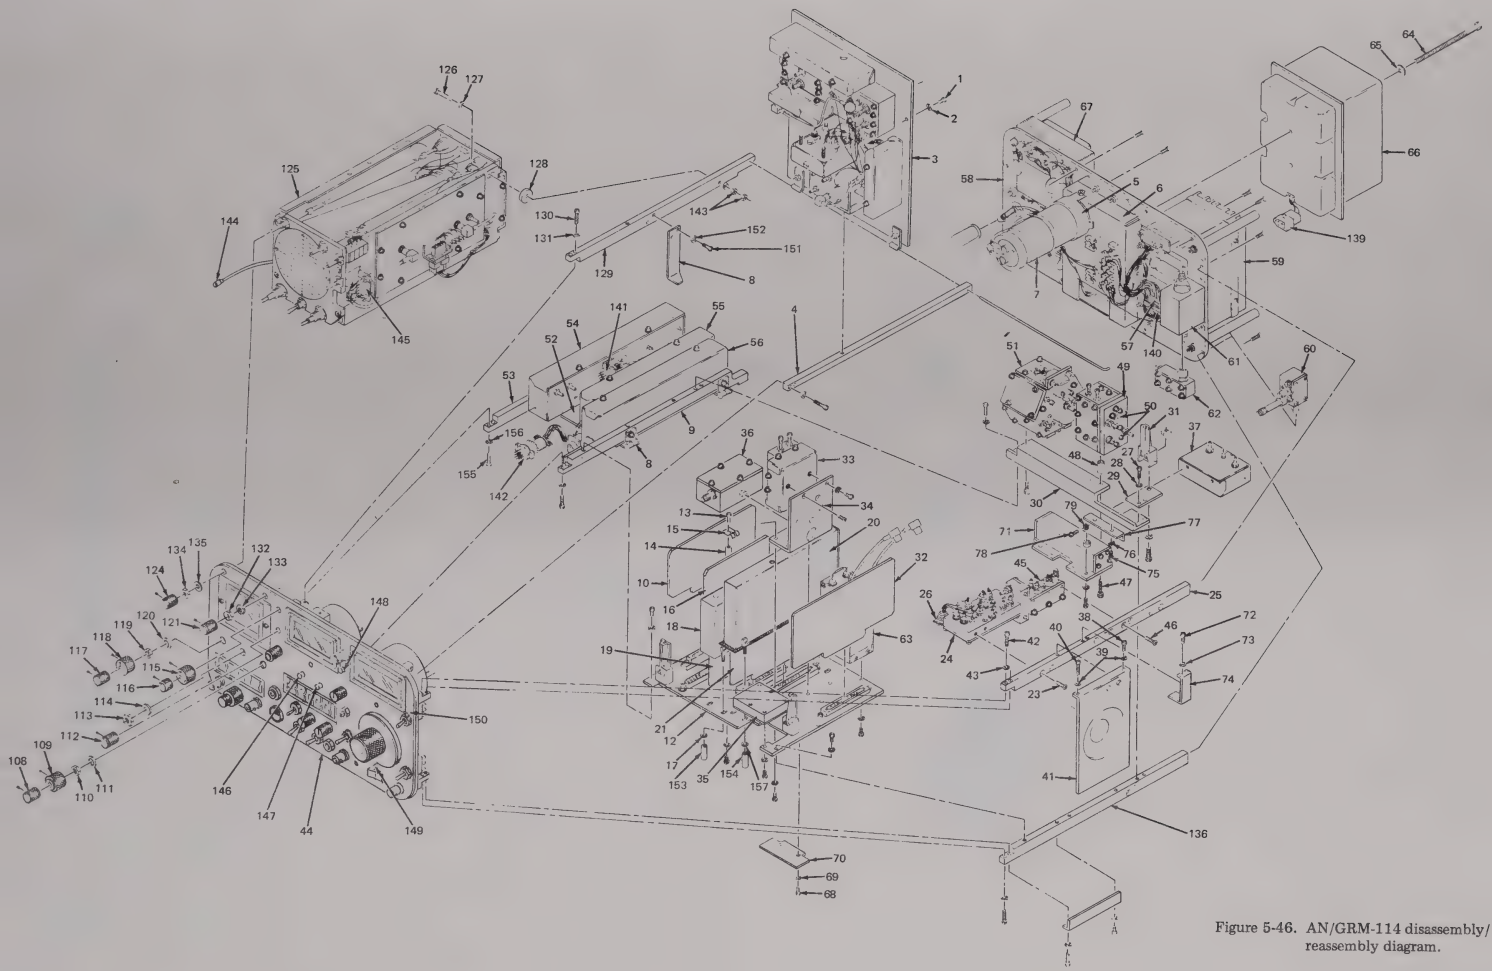
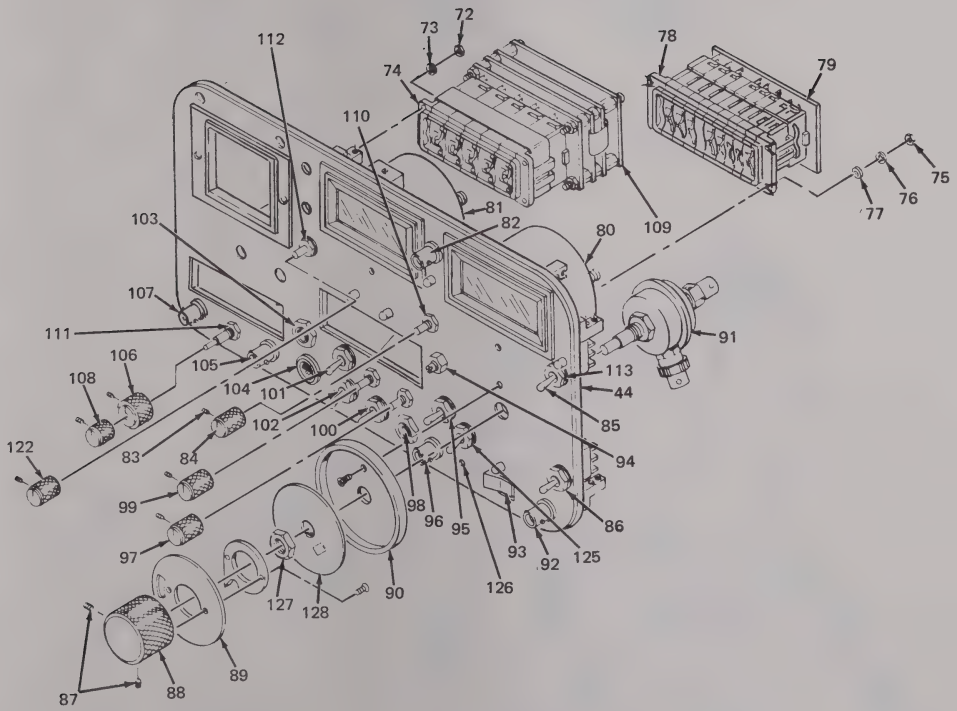

Figure 5-46. AN/GRM-114 disassembly/ reassembly diagram.
Figure 5-47. Front panel disassembly/reassembly diagram.
(91) Install DEVIATION (KHz)/WATTS meter (80) to Front Panel (44) (figure 5-47).
(92) Attach two screws which hold DEVIATION (KHz)/WATTS meter (80) to rear of Front Panel (44). Install terminal lugs on rear of meter with two hex nuts (figure 5-47).
(93) Install FREQ ERROR (KHz) meter (81) to Front Panel (44) (figure 5-47).
(94) Attach two screws which hold FREQ ERROR (KHz) meter (81) to rear of Front Panel (44) (figure 5-47).
(95) Install terminal lugs on rear of meter with two hex nuts.
(96) Install Modulation Freq. Hz (Dual Tone Generator) switch assembly (74) to Front Panel (44). Install connector to bottom rear of PCB (109) (figure 5-47).
(97) Attach four hex nuts (72) and four lockwashers (73) which hold switch mechanical assembly (74) to Front Panel (44) (figure 5-47).
(98) Secure left-hand phase-lock lamp socket (146) to rear of Front Panel (44) (figure 5-46).
(99) Solder tagged wires to lamp socket.
(100) Secure lamp cover to Front Panel (44) (figure 5-46).
(101) Secure right-hand phase-lock lamp socket (147) to rear of Front Panel (44) (figure 5-46).
(103) Secure lamp cover to Front Panel (44) (figure 5-46).
(104) Secure INPUT LEVEL lamp socket (148) to rear of Front Panel (44) (figure 5-46).
(106) Secure lamp cover to Front Panel (44) (figure 5-46).
(107) Secure Power ON lamp socket (149) to rear of Front Panel (44) (figure 5-46).
(109) Secure lamp cover to Front Panel (44) (figure 5-46).
(110) Secure 0 dBm lamp socket (150) to rear of Front Panel (44) (figure 5-46).
(112) Secure lamp cover to Front Panel (44) (figure 5-46).
(113) Attach coax cables to TRANS/RCVR connector (92), 10 MHz REF OUT connector (96), ANT INPUT connector (82), and SCOPE IN connector (107) (figure 5-47).
(114) Attach one 1/2" Phillips screw (42) and one lockwasher (43) to secure frame support member (25) to Front Panel (44) (figure 5-46).
(115) Attach Phillips screws and lockwashers which hold frame support members to Front Panel (44) (figure 5-46).
(1) Install Spectrum Analyzer Assembly (125) to top left frame support member (129) and Front Panel (44) (figure 5-46).
(2) Attach Spectrum Analyzer Assembly (125) to frame support member (129) with two hex nuts (143) and one lockwasher on one screw (126). Install connectors at (144) and (145) (figure 5-47).
(3) Attach two screws (130), two lockwashers (131) that hold top left frame support member (129) to Front Panel (44). Tighten frame support member (129) to Front Panel (44) (figure 5-46).
(4) Attach socket head screws with Allen wrench to INTENSITY control (124). Attach control (124), one hex nut (134), and one washer (135) (figure 5-46).
(5) Attach socket head screws with Allen wrench to FOCUS control (121). Attach control (121) one hex nut (132) and one washer (133) (figure 5-46).
(6) Attach socket head screws with Allen wrench to VERT control (115). Attach control (figure 5-46).
(7) Attach socket head screws with Allen wrench to ANALY DISPR/OFF control (116). Attach control (116) (figure 5-46).
(8) Install control (112) (figure 5-46).
(9) Attach socket head screws with Allen wrench to HORIZ control (112) (figure 5-46).